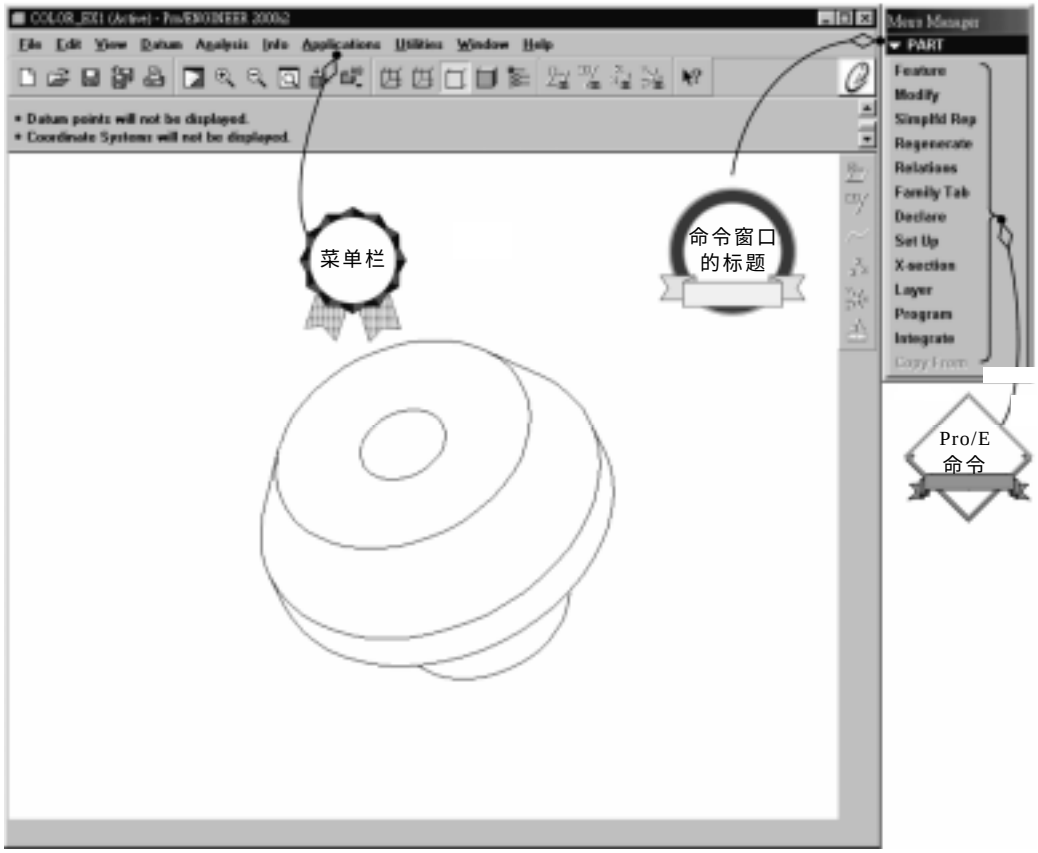

图 1
1. 粗体、斜体、小写字（例如：***File*** / Open 的 ***File***）：菜单栏（见图 1）。
2. 粗体、斜体、大写字（例如：***PART*** / Feature 的 ***PART***）：命令窗口的标题（见图 1）。
3. 正体字（例如：**PART** / Feature 的 Feature）：Pro/ENGINEER 命令（见图 1）。